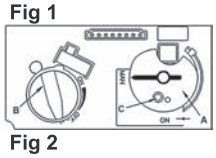

Fig 2
4. ALLUMAGE MANUEL (fig. 2) : Avec la fenêtre enlevée, repérez la veilleuse (fig. 3) dans la boîte de foyer.